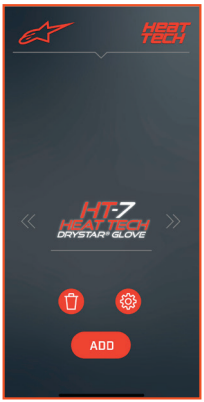

AFBEELDING 3
g. Eenmaal verbonden, klik op het tool icoon om toegang te krijgen tot het systeem management scherm van de Alpinestars Heat Tech App. Door op het icoon van de vuilnisbak te klikken, kunt u uw item verwijderen en loskoppelen van de App (ref. App afbeelding 3).